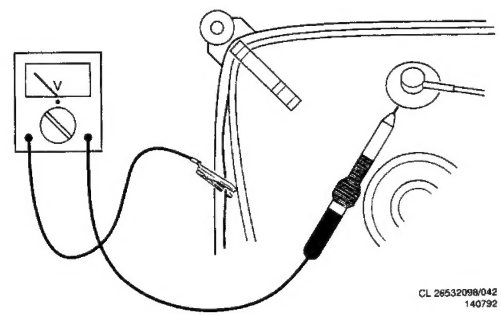

**Abb. 3.1**
**1.** Um beschädigungen von ICs und Transistoren zu verhüten, muß jeder Hochspannungsüberschlag vermieden werden. Um eine Beschädigung der Bildröhre zu verhüten, muß zur Entladung der Bildröhre das in Abb. 3.1 angegebene Verfahren angewendet werden. Benutzen Sie einen Hochspannungstaster und ein Universal-Meßinstrument (Einstellung DC-V). Die Entladung muß erfolgen, bis der Zeigerausschlag des Instruments 0 V beträgt (nach ca. 30 s).